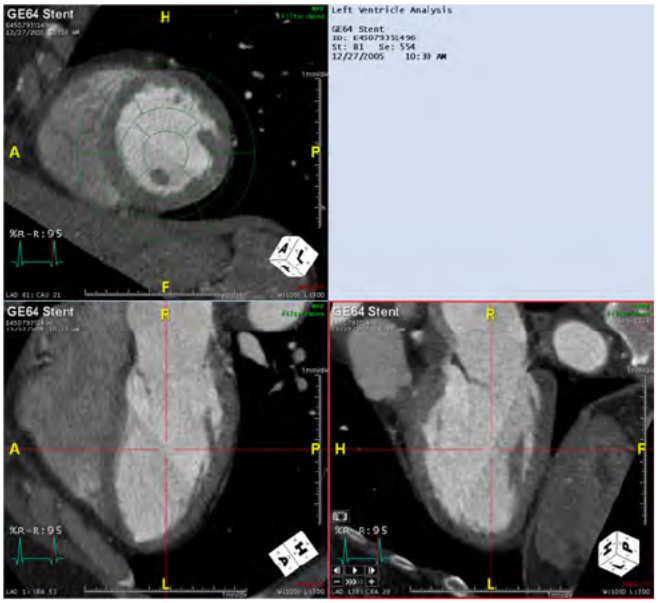

Figure 5-4: Edit Axis Screen
3. Rotate the image so that the long-axis image displays the standard position, with the crosshairs at the center of the left ventricle (see Figure 5-4 on page 5-5).